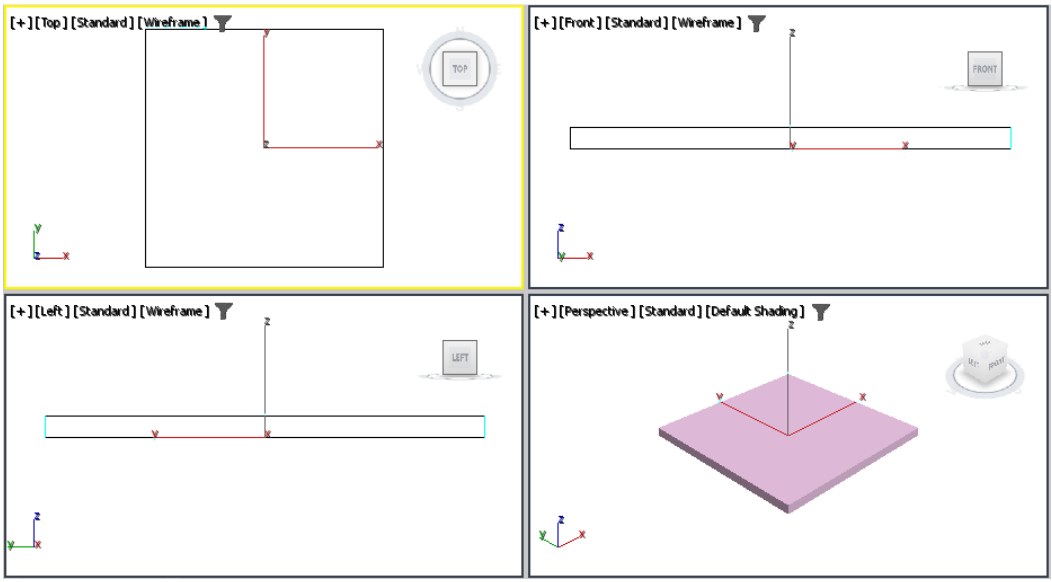

Figure 5-3 *The Top extruded by 10 units*
3. In the **Parameters** rollout, set the value **10** in the **Amount** spinner and press the ENTER key; *Top* is extruded by 10 units, as shown in Figure 5-3.